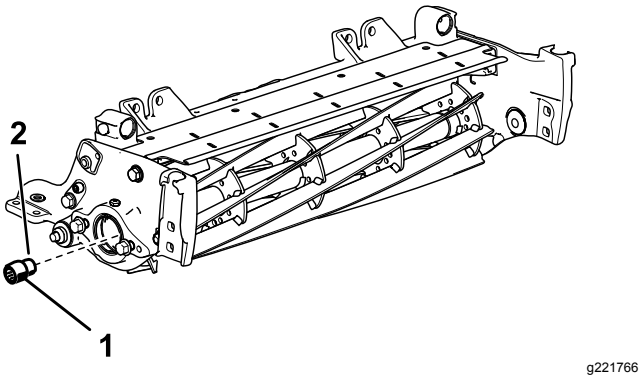

図 4
8. 新しい長いスプライン付きインサート図 4のねじ山部分に中程度のロッキングコンパウンドBlue Loctite® 243 などを塗ってリールシャフトに固定するリールモータ側のみ。インサートを115-128 N·m 11.7-13.2 kg.m = 85-95 ft-lbにトルク締めする。